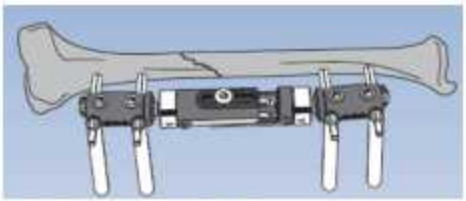

Figura 14: Guías de los tornillos bloqueadas en la abrazadera.
13. Antes de colocar los tornillos en el segundo fragmento de hueso, el cuerpo del ProCallus debe ajustarse a la longitud correcta. Asegúrese de que no esté completamente cerrado ni completamente abierto. Esto permitirá la reducción final, para la carga progresiva posterior y, donde se indique, para la compresión axial dinámica. Intente mantener la reducción inicial mientras aplica los tornillos restantes, una vez más asegurándose de que las guías de los tornillos estén bloqueadas en la abrazadera como se muestra en la figura 14.